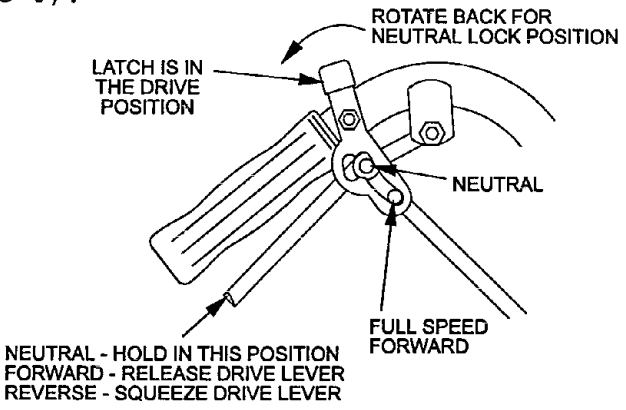

**FIG. 6**
4.1.3 Drive Levers: Located on each side of the upper handle assembly directly below the handle grips (See Figure 6). These levers individually control the speed and direction of each drive wheel. When the speed control lever is moved out of the neutral position and the neutral lock latches are moved into the drive position, as shown in Figure 6, and the drive levers are released, the drive wheels are engaged in the forward direction.
4.1.4 Neutral Lock Latch: Located directly above the drive levers. These latches allow the operator to lock the drive levers in a "neutral" position where neither of the drive wheels are engaged in either a forward or reverse direction (See Figure 6).
(***Do Not*** *squeeze the drive levers all the way back as this will cause the drive wheels to go into full reverse direction*) Place thumbs on the upper portion of the neutral lock latches and move them to the rear. Release drive levers (See Figure 6).